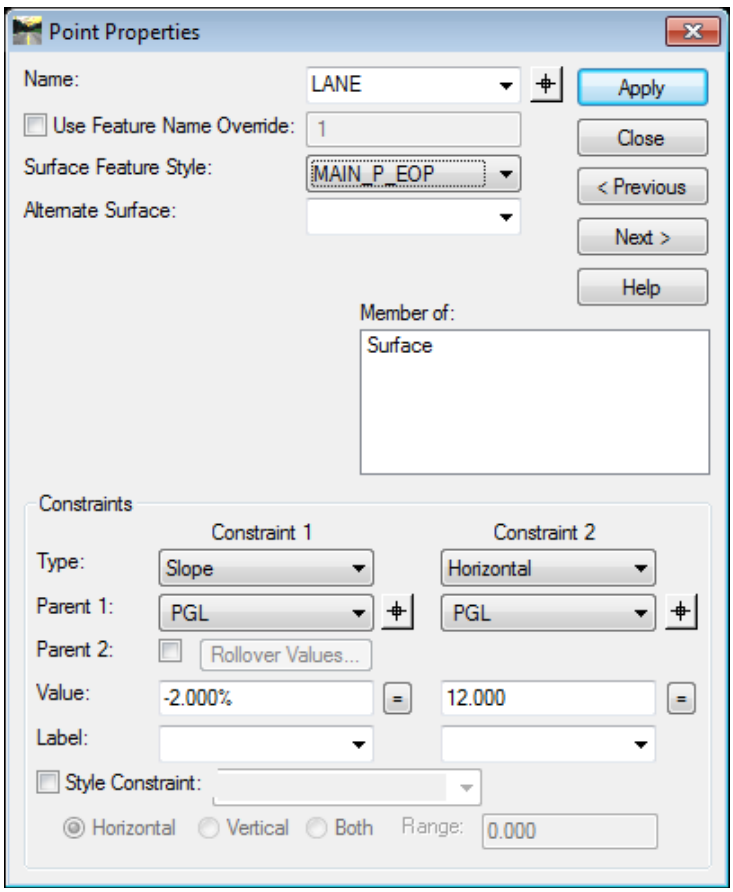

Figure L7-13 Point Properties
23.	**Assign Point 1 the Name LANE and the Feature Style MAIN_P_EOP.** • In the **Point Properties** dialog click the **Next >**button. • Verify Point ***1*** appears in the **Name*:*** field. • Change Point ***1*** to ***LANE***. • Change the **Surface Feature Style:** to ***MAIN_P_EOP*** • Notice the **Constraints** entries. **Constraint 1** is ***Slope -2.000%*** feet from ***PGL***. **Constraint 2** is ***Horizontal*** and ***12.000*** feet from **PGL**. Accept these **Constraints**. • Verify your entries match those shown in *Figure L7-13*. • Click **Apply** but do not close the **Point Properties** dialog.